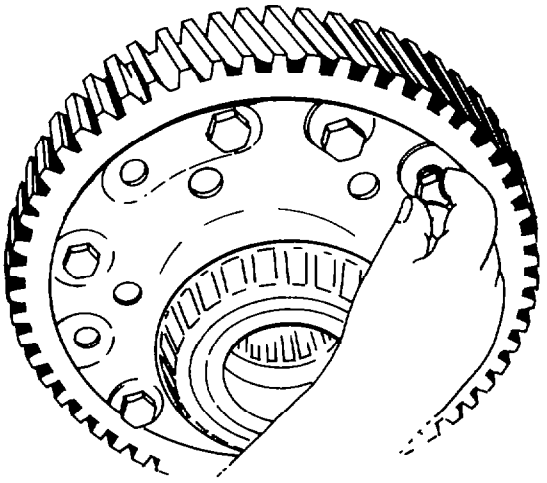

Fig. 333 — Installing Bull Gear and Retaining Bolts
i. Align and install the bull gear using the match marks also made at disassembly. Install and hand tighten the retaining bolts (see fig. 333).